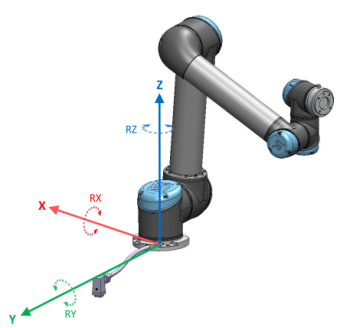

Figure 16.1: Base feature
- The Base feature is located with origin in the centre of the robot base `(see figure 16.1)`